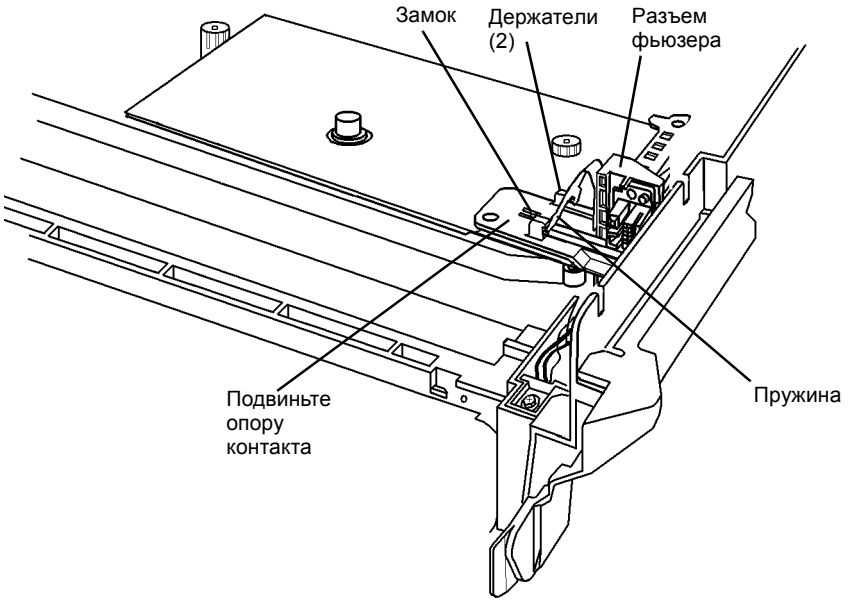

Рисунок 2 Снятие разъема фьюзера
11. Снимите разъем фьюзера с опоры скользящего контакта (Рисунок 2).
a. Отцепите пружину (2).